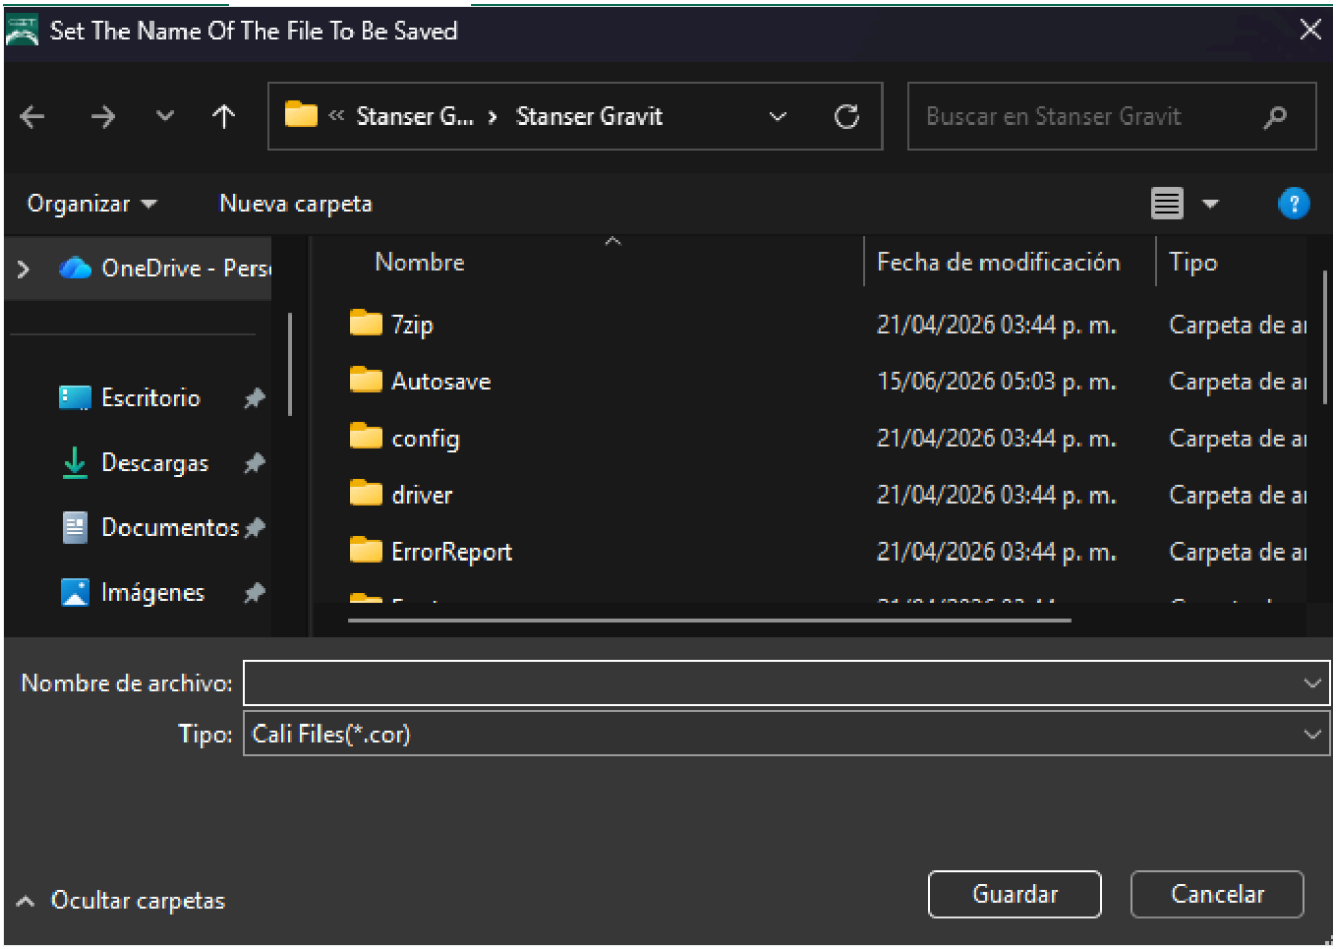

Figura 16-9 Guardar archivo de corrección
- Haga clic en "Guardar" para guardar el archivo (en este ejemplo, 9dot.cor), como se muestra en la Figura 16-9.
- Después de guardar, puede hacer clic en "Marcar gráfico de verificación" para marcar los gráficos corregidos, como se muestra en la Figura 16-9.